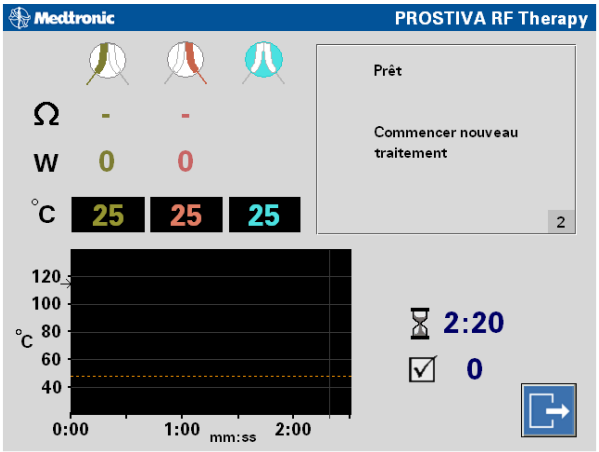

Figure 4-11. Confirmation de l'état "Prêt" sur l'affichage de l'écran
3. Confirmer que le message "Prêt" apparaît sur l'affichage de l'écran (Figure 4-11).